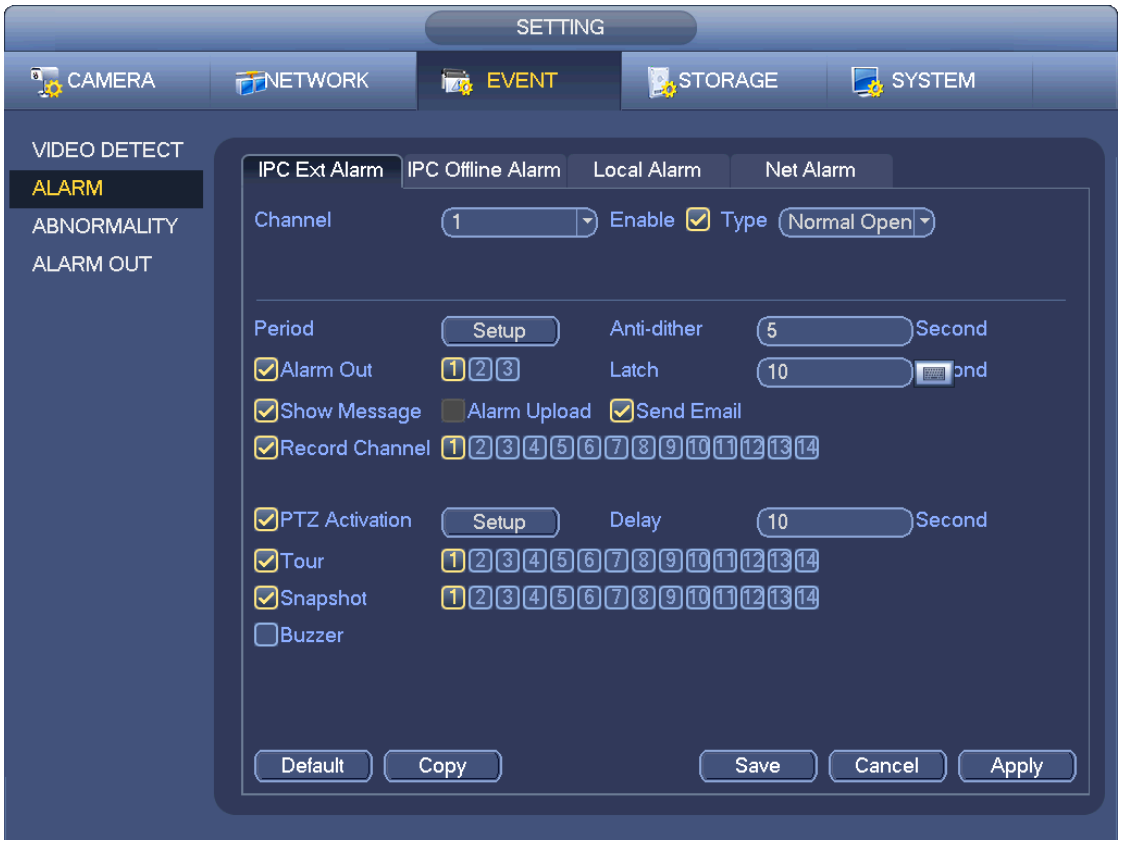

Figure 4-75
In the main menu, from Setting->Event-> Alarm, you can see alarm setup interface. See Figure 4-75.
c) From Main menu->Setting->Event->Alarm, you can go to Figure 4-75 to set alarm parameter and enable snapshot function.